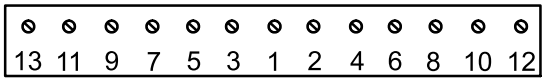

Figuur 63
6. Volg de volgorde in Figuur 63 en draai de schroeven vast met een torsie van 25,4 N·m.